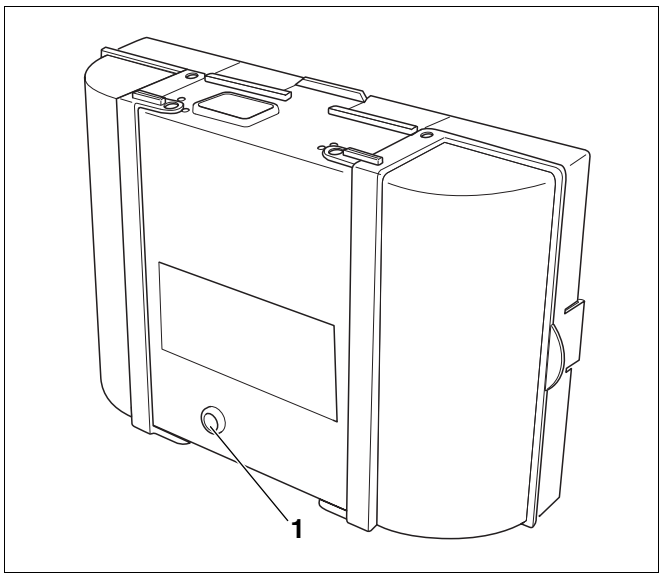

Abb. 19 SAFe 10 Entstörtaster mit LED
- Entstörtaster (Abb. 19, **Pos. 1**) länger als eine Sekunde drücken (entriegeln). Nach ca. fünf Sekunden geht der Brenner in den Anfahr- bzw. Betriebsmodus.